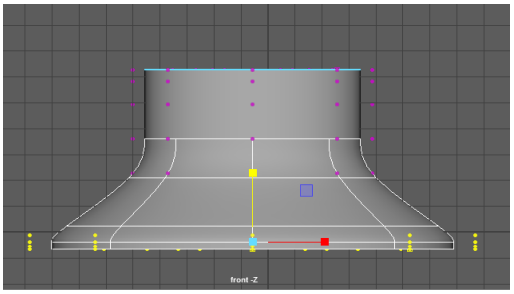

Figure 4-40 *Scaling the selected vertices along the Y axis*
4. Make sure the vertices of *hat* are selected. Select the green handle of **Scale Tool** and scale the selected vertices downward along the Y-axis; the mesh gets modified, as shown in Figure 4-40.